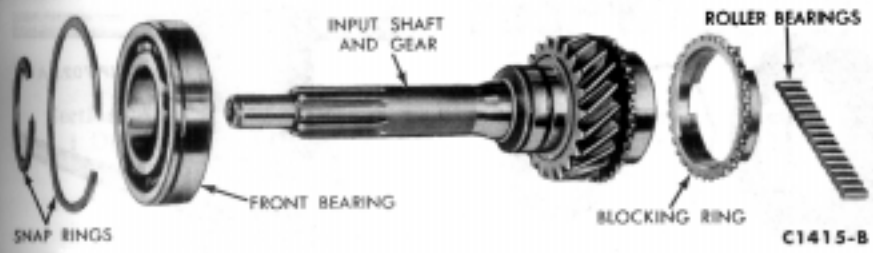
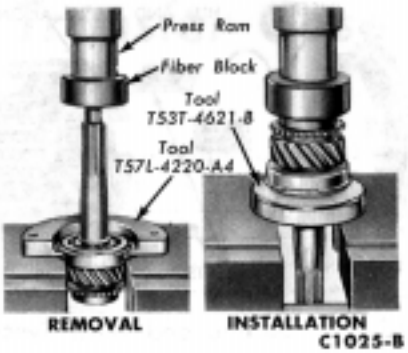

FIG. 18—Input Shaft Gear Disassembled
FIG. 19—Replacing Input Shaft Bearing
1. Remove the snap ring securing the input shaft bearing (Fig. 18), and press the input shaft out of the bearing (Fig. 19).
2. Press the imput shaft bearing onto the input shaft with the tool shown in Fig. 19 and install the snap ring on the shaft.
9. Coat the bore of the input shaft and gear with a thin film of grease. **A thick film of grease will plug the lubrication holes and prevent lubrication to the bearings.** Install the 15 bearings (Fig. 18) in the bore.